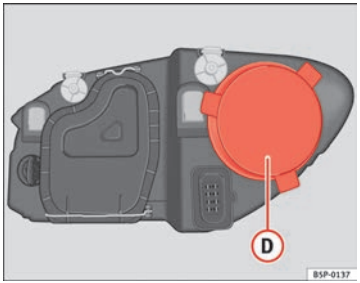

Fig. 194 Side light
– Remove the cover ⇒ Fig. 194 (D) by pulling on this.